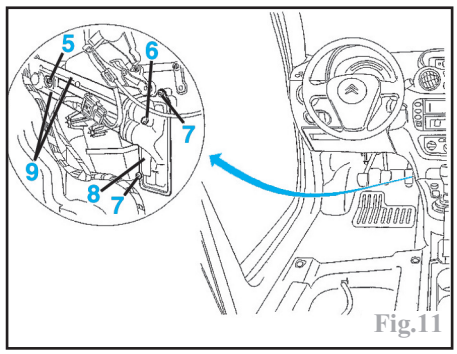

Fig.11
-les vis de fixation (5) et (6) des tuyaux de radiateur de chauffage (Fig.11).
-les vis de fixation (7) du radiateur de chauffage (8).